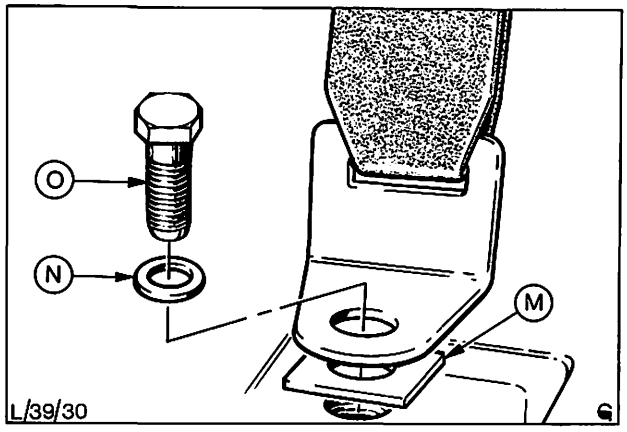

Abb. 29 (Bildausschnitt 2 aus Abb. 27)
5. Befestigungsschraube, Dichtring, Beilagscheibe und Sicherheitsgurtverankerung vom Bodenblech entfernen, Abb. 29.